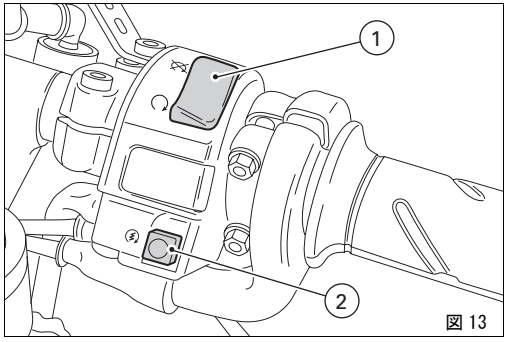

図 13
1) CPU がコードを認識すると、メーターパネルのパイロットランプ（6, 図 4.1）が短時間点滅します。これはイモビライザーシステムがキーコードを認識し、エンジン始動が可能なことを示します。START ボタン（2, 図 13）を押すと、エンジンが始動します。
ハンドルバー右側スイッチ（図 13）